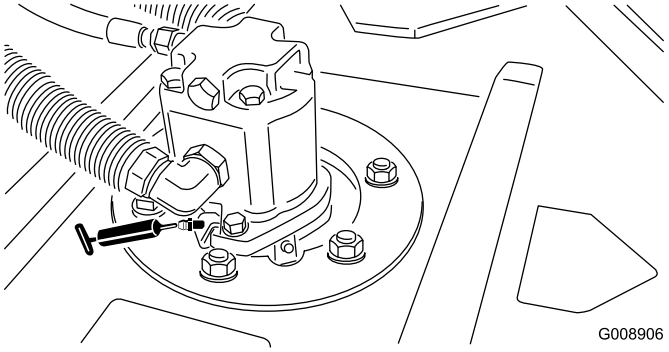

Figur 41
- Klippeenhedens spindelaksellejer (1 pr. klippeenhed) (Figur 41)